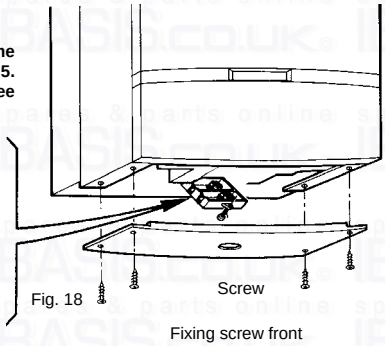

Fig. 18
Electrical installation must be carried out by a competent electrician. The appliance is to be connected to a 240 V ~ 50 Hz supply (see fig. 18). The supply fuse rating is 3A. The terminals are accessible after removing the white base plate and single screw securing the terminal cover (see fig. 18).
7.2 **Room Thermostat** (fig. 18) (or remote time clock connection)